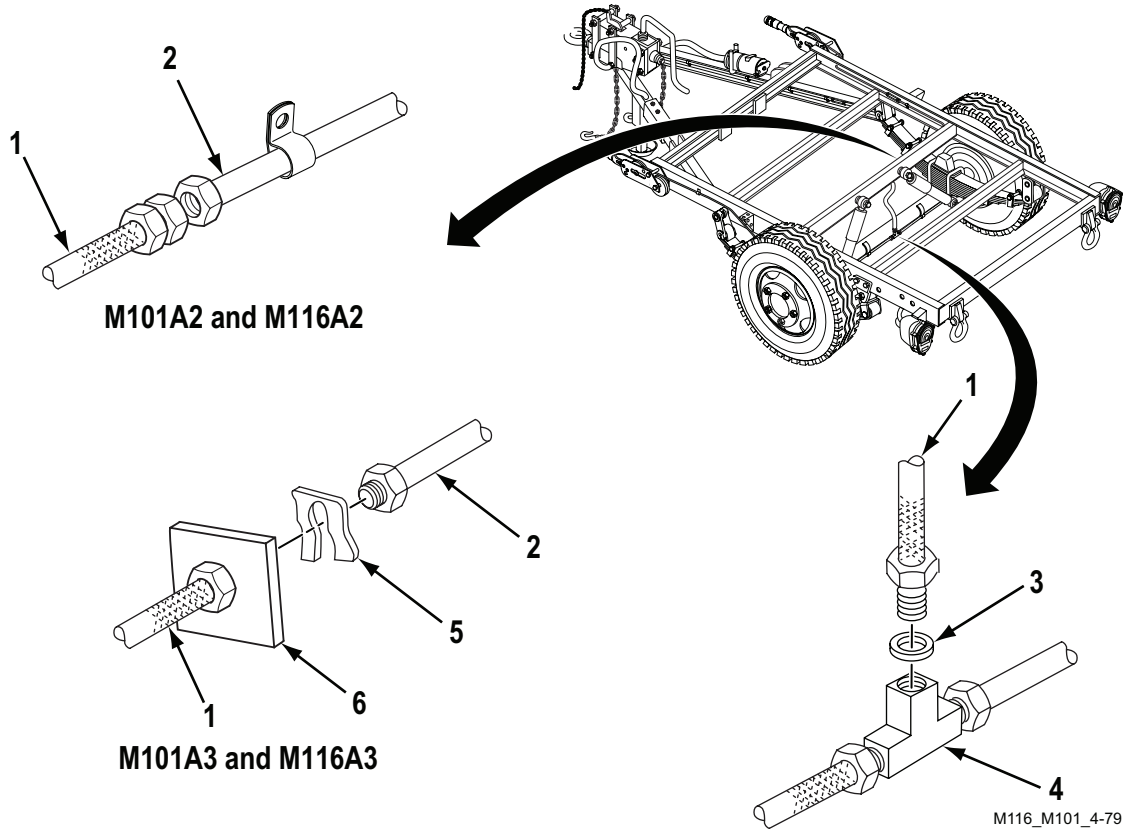

Figure 4. Hose Assembly Installation.
1. Disconnect hose assembly (Figure 4, Item 1) from tee (Figure 4, Item 4) at axle.
2. Remove copper gasket (Figure 4, Item 3), if present, from hose assembly (Figure 4, Item 1). Discard copper gasket (Figure 4, Item 3).
3. On the M101A3 and M116A3, remove retaining ring (Figure 4, Item 5) from hose assembly (Figure 4, Item 1) and release hose assembly (Figure 4, Item 1) from bracket (Figure 4, Item 6) on crossmember.
4. Remove hose assembly (Figure 4, Item 1) from rear tube assembly (Figure 4, Item 2).
1. Connect hose assembly (Figure 4, Item 1) to rear tube assembly (Figure 4, Item 2).
2. On the M101A3 and M116A3, secure hose assembly (Figure 4, Item 1) to bracket (Figure 4, Item 5) on crossmember with retaining ring (Figure 4, Item 5).
3. Install new copper gasket (Figure 4, Item 3), if present, on hose assembly (Figure 4, Item 1).
4. Connect hose assembly (Figure 4, Item 1) to tee (Figure 4, Item 4) at axle.